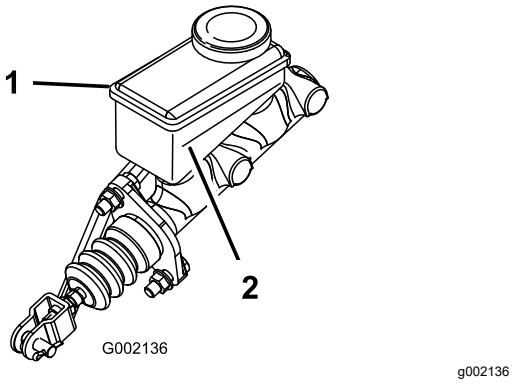

Figur 65
5. Se på siden av beholderen for å se væskenivået (Figur 65).
B. Hell DOT 3-bremsevæske i beholderen til væskenivået er over minimumslinjen (Figur 65).